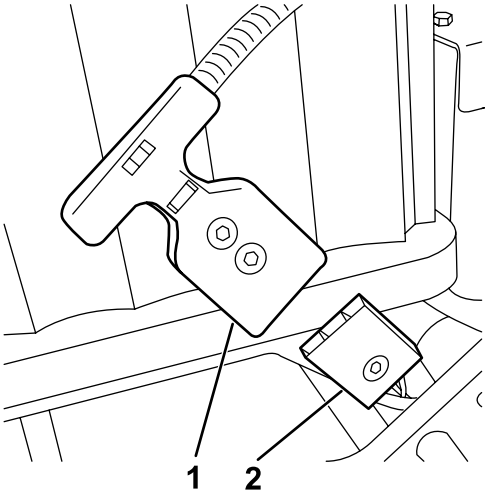

Figur 2
6. Koble koblingen med T-håndtak på batteriadapterens ledningssats fra P04-koblingen på batteriets ledningssats (Figur 2).